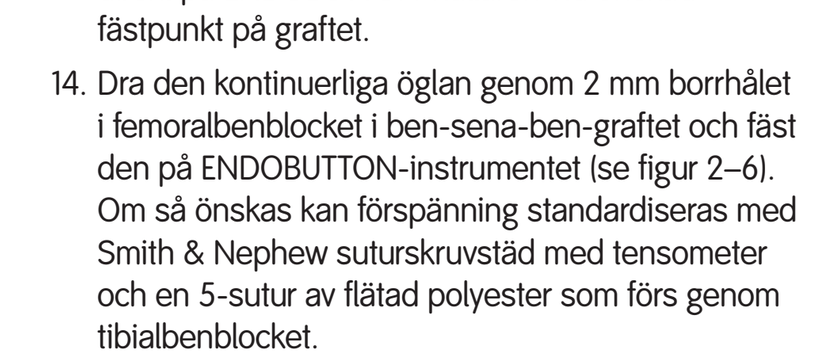

Figur 2 Figur 3 Figur 4
11. Mät den totala femoralkanalslängden med Smith & Nephew ENDOBUTTON djupprob (D). Detta avstånd motsvarar avståndet från ENDOBUTTON-instrumentet till den första "blåa linjen" på graftet.
12. Placera graftet på GRAFTMASTER° II ENDOBUTTON-hållaren så att den första "blåa linjen" riktas upp vid ovan specificerade avstånd (D).
14. Dra den kontinuerliga öglan genom 2 mm borrhålet i femoralbenblocket i ben-sena-ben-graftet och fäst den på ENDOBUTTON-instrumentet (se figur 2–6). Om så önskas kan förspänning standardiseras med Smith & Nephew suturskruvstäd med tensometer och en 5-sutur av flätad polyester som förs genom tibialbenblocket.